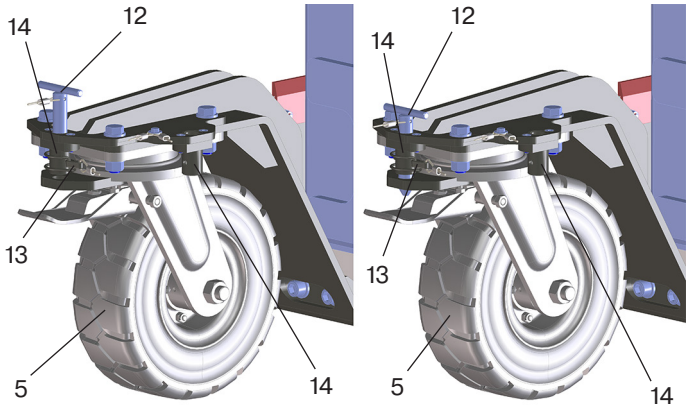
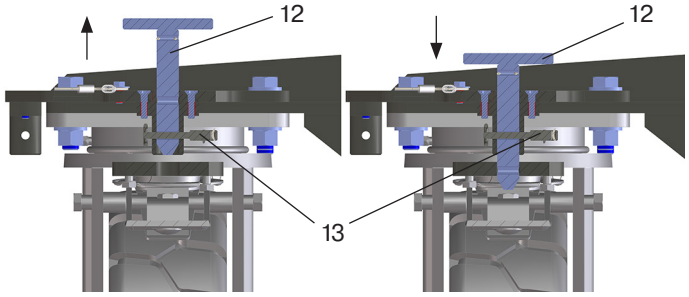

Bild 6-14
Bild 6-16
Abbildung 6-14 zeigt die Drehblockierung einer Lenkrolle (5) in Fahrtrichtung.
Die Eckeinheiten sind an jeder Lenkrolle (5) jeweils mit zwei Aufnahmen (14) für den Richtungsfeststeller, einem Richtungsfeststeller (12) sowie einem Klappstecker (13) versehen. Um die Lenkrolle (5) in der gewünschten Position (Abbildung 6-14 und 6-15) gegen Verdrehen zu sichern, wird der Richtungsfeststeller (12) in die entsprechende Aufnahme (14) eingesteckt und mittels Klappstecker (13) gesichert. Soll die entsprechende Lenkrolle (5) frei drehbar sein, so wird der Richtungsfeststeller (12) in eine der beiden Aufnahmen (14) eingesteckt, und mittels Klappstecker (13) in der unteren Bohrung des Richtungsfeststellers (12) verstaut (–> Bild 6-16).